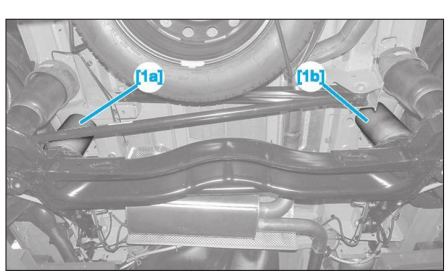

**Fig. 36**
• Positionner la cale de mise en hauteur [1] autour de la butée d'attaque **(Fig.36)**.